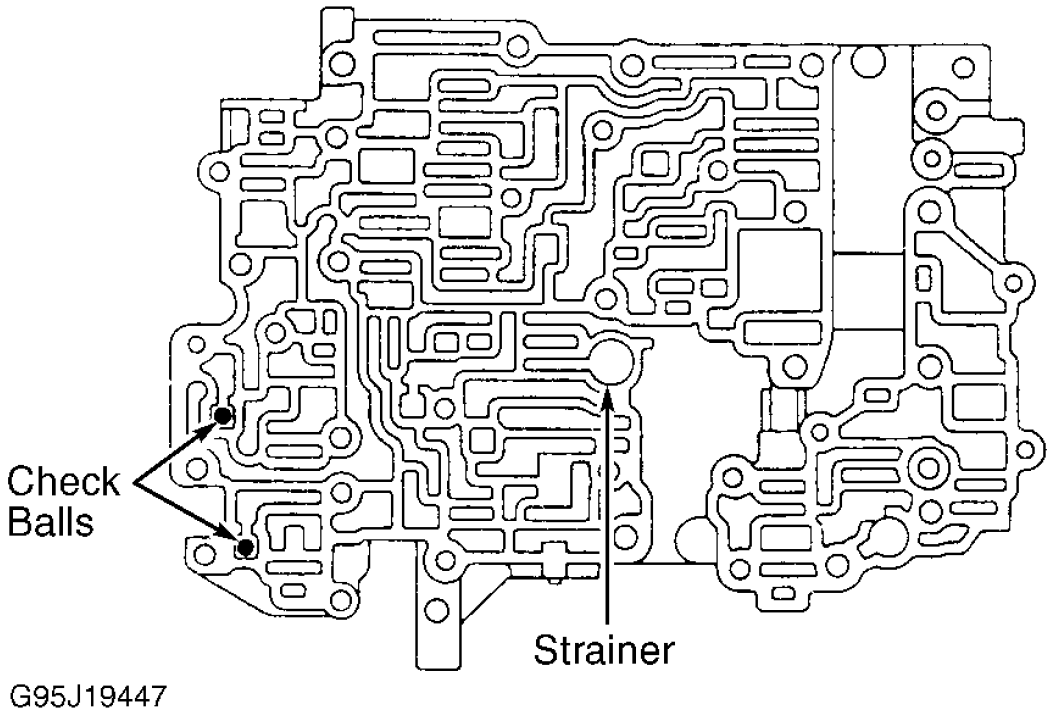
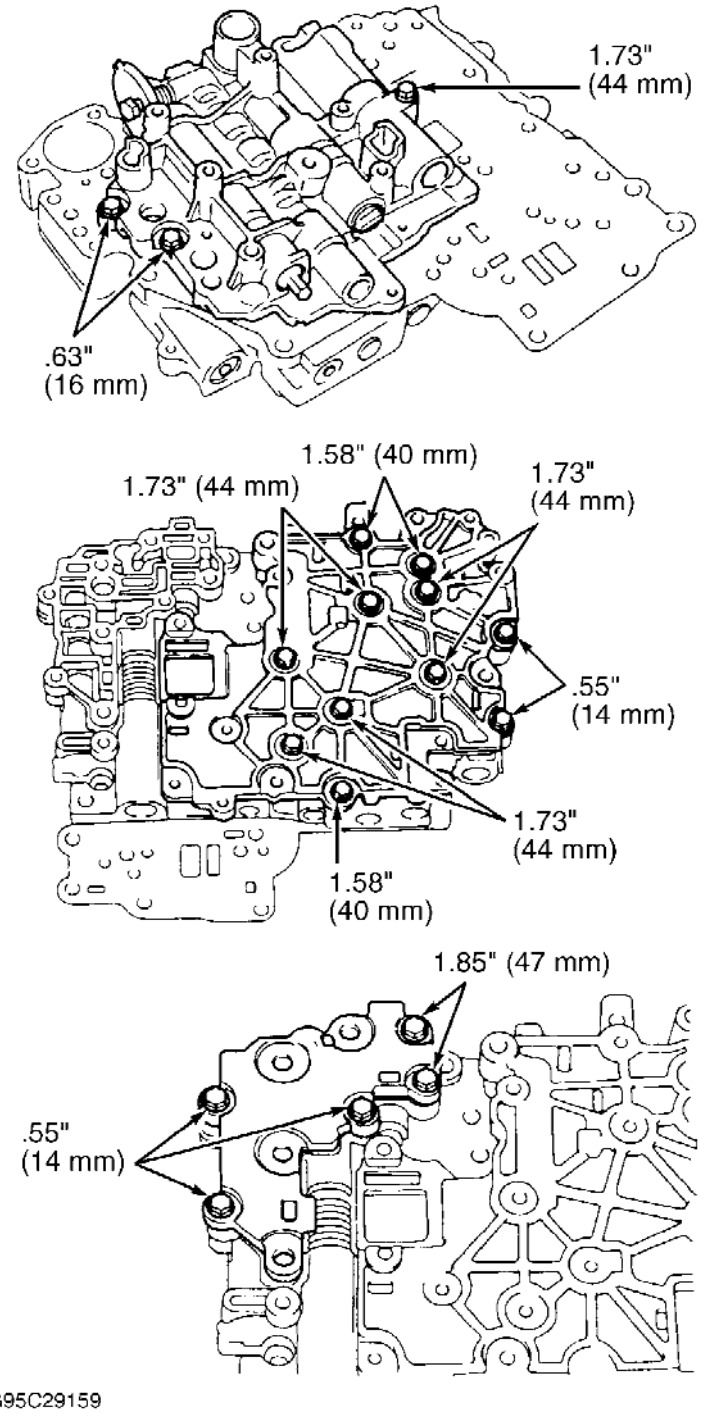

Fig. 47: Locating A-541E Lower Valve Body (Bottom) Check Balls
Fig. 49: Locating A-541E Valve Body Bolts
2. Hold gasket and plate assembly against upper valve body. Turn assembly over and install on lower valve body assembly. Align bolt holes and install bolts. See **Fig. 49** .
3. Install 3 check balls in lower valve body cover No. 2. See **Fig. 34** . Place gaskets and separator plate on valve body. Secure in place with screws. Install oil strainer, check balls and vibrating stopper in lower valve body (bottom). See **Fig. 47** . Install lower valve body cover No. 2. Align bolt holes and install bolts. See **Fig. 49** .